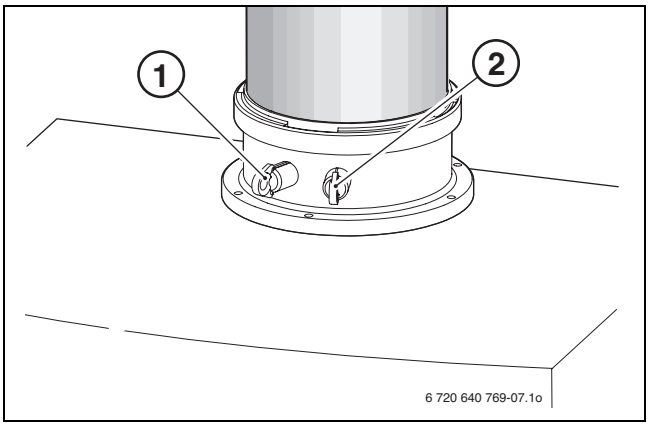

Bild 52
- ▶ Stopfen am Verbrennungsluft-Messstutzen [2] entfernen (→ Bild 52).
▶ Stopfen am Abgasmessstutzen [1] entfernen (→ Bild 52).